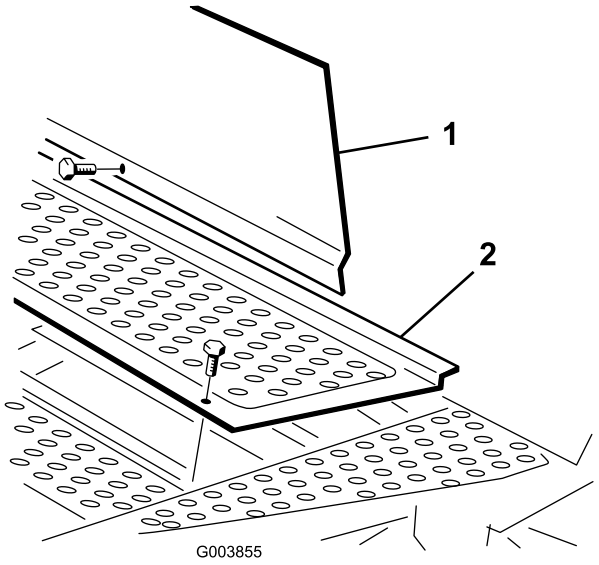

Figur 5
1. Fjern fastgørelsesanordningerne, der holder forreste venstre hjørne af gulvpanelet og venstre ende af adgangspanelet på plads på stellet (Figur 5).
2. Udskift gulvpanelets fastgørelsesanordning med en flangehovedbolt (5/16 x 5/8 tommer), medfølger som løsdel (Figur 5).
3. Udskift adgangspanelets fastgørelsesanordning med en flangehovedbolt (5/16 x 3/4 tomme), medfølger som løsdel (Figur 5).